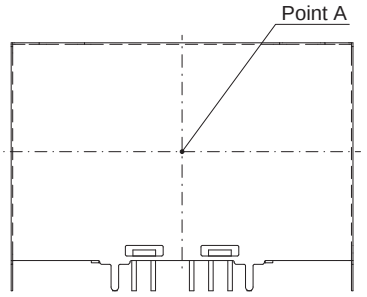

Fig.8.25 Temperature Measuring Point in the case of Forced Air Cooling
(3) Temperature Measuring Points in the case of Forced Air Cooling (1m/s)
■In the case of forced air cooling, please have sufficient ventilation to keep the temperature of point A in Fig.8.25 at 95℃ or below. Please also make sure that the ambient temperature does not exceed 85℃.